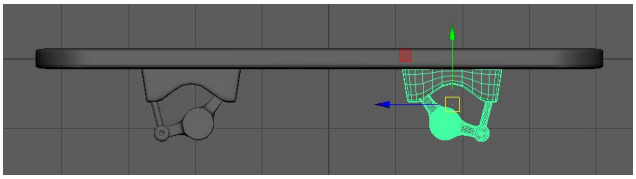

Figure 2-97 *The base3 moved and rotated*
9. Maximize the side-X viewport. Next, move *base3* along the Z axis to align with *deck* and also enter **180** in the **Rotate Y** edit box to rotate *base3*, refer to Figure 2-97.